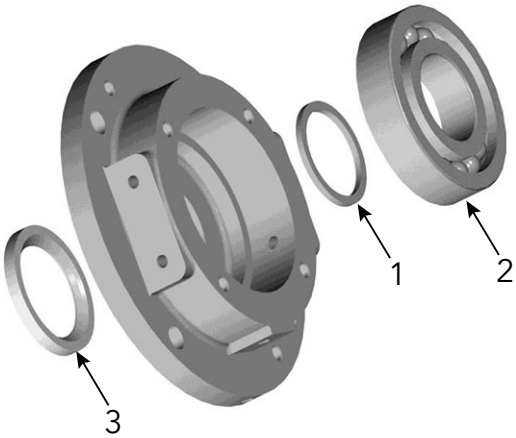

Figure 31: Bearing housing assembly order
4. Slide the seal end cover, over the shaft, being careful that the head and the seat of the mechanical seal does not get damaged. Then press the seal end cover with the O-ring into the seal body and tighten the capscrews. (see Figure 31)